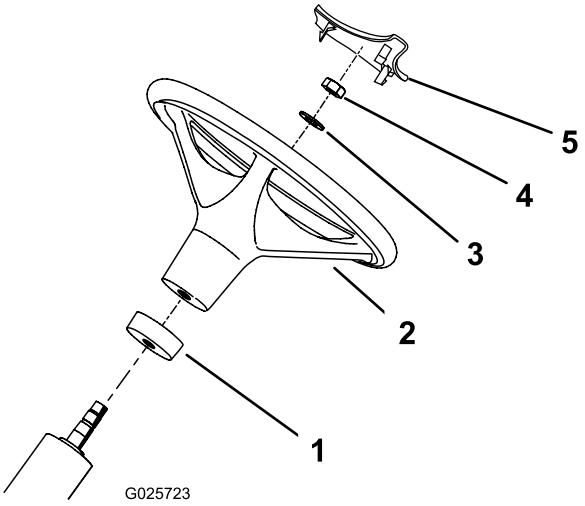

**Figur 2**
2. Trä på skumstoppringen med den smala änden först på styraxeln (Figur 2).
3. Trä på ratten på styraxeln (Figur 2).
4. Fäst ratten vid styraxeln med en bricka och en låsmutter (Figur 2). Dra åt låsmuttern till 27–35 Nm.
5. Montera rattkåpan på ratten (Figur 2).